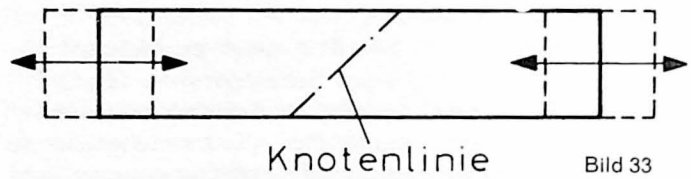

Bild 33
2. Längsschwinger (Bild 33) kommen im Frequenzbereich von 50 bis 200 kHz zur Anwendung. Die Elektroden sind an zwei gegenüberliegenden Längsflächen aufgedampft. Die Schwingung besteht im periodischen Schwanken der Stablänge.